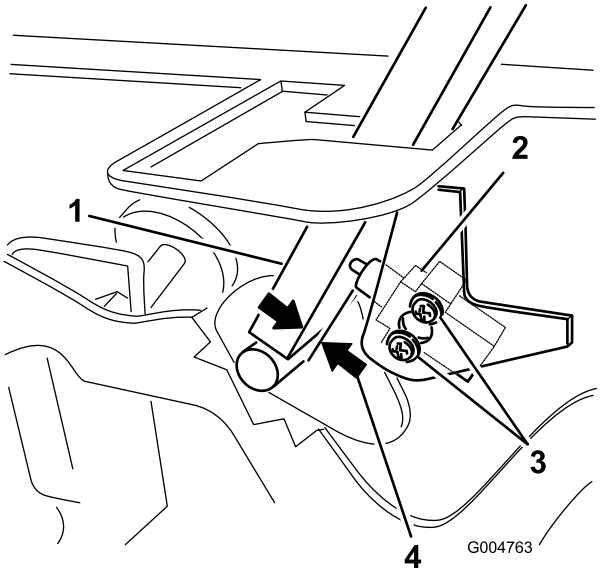

Figur 51
3. Løsn de 2 skruer, der fastgør sikkerhedskontakten (Figur 51).
4. Mens du holder håndtaget mod chassiset, skal du flytte kontakten over mod håndtaget, indtil afstanden mellem håndtaget og kontaktens hus er på 0,4 til 1 mm som vist i Figur 51.